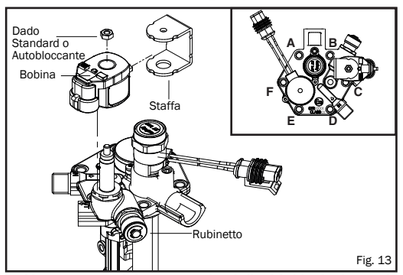

Fig. 13
6. Al fine di facilitare il fissaggio della Multivalvola alla ghiera tramite il serraggio delle 6 viti, si consiglia di rimuovere preventivamente dado, staffa e bobina del gruppo Elettrovalvola (vedi fig. 13).
8. La coppia di fissaggio delle sei viti di fissaggio della Multivalvola alla ghiera del serbatoio è di 6,5 ± 0,5 Nm. Prima di procedere al serraggio verificare inoltre il corretto posizionamento della guarnizione. Le sei viti devono essere serrate con lo schema A-D-B-E-C-F, successivamente con F-C-E-B-D-A ed infine di nuovo A-D-B-E-C-F (fig. 13).
IL RUBINETTO POSTO A MONTE DELL’ELETTROVALVOLA (fig. 13) DEVE ESSERE UTILIZZATO SOLO IN CASO DI NECESSITA’ E PER EVENTUALI OPERAZIONI DI MANUTENZIONE.